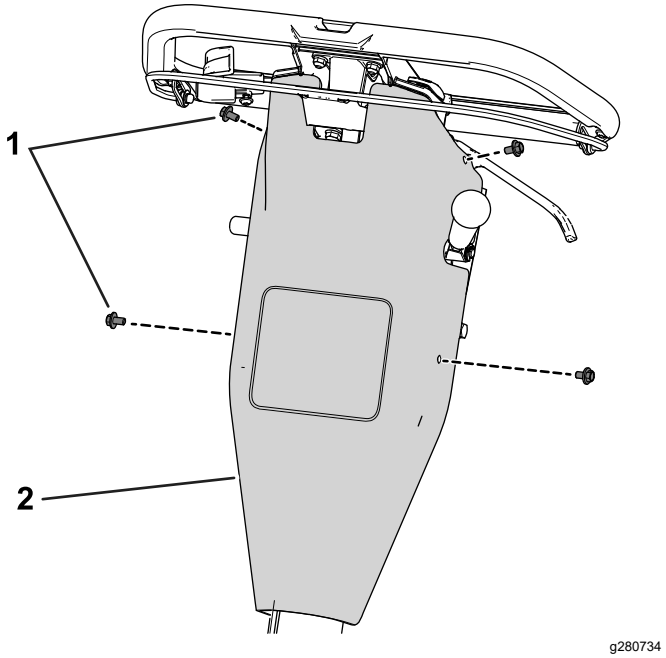

Figur 41
B. Fjern kontrolldekslet ved å fjerne skruene som fester kontrolldekselet til det bakre panelet (Figur 41).